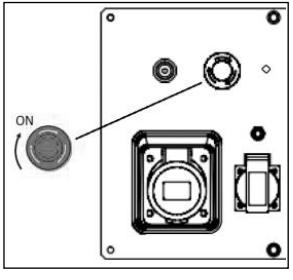

Рис. 20
- Убедитесь, что кнопка аварийной остановки не утоплена, повернув ее по направлению, указанному стрелками на ней (Рис. 20).